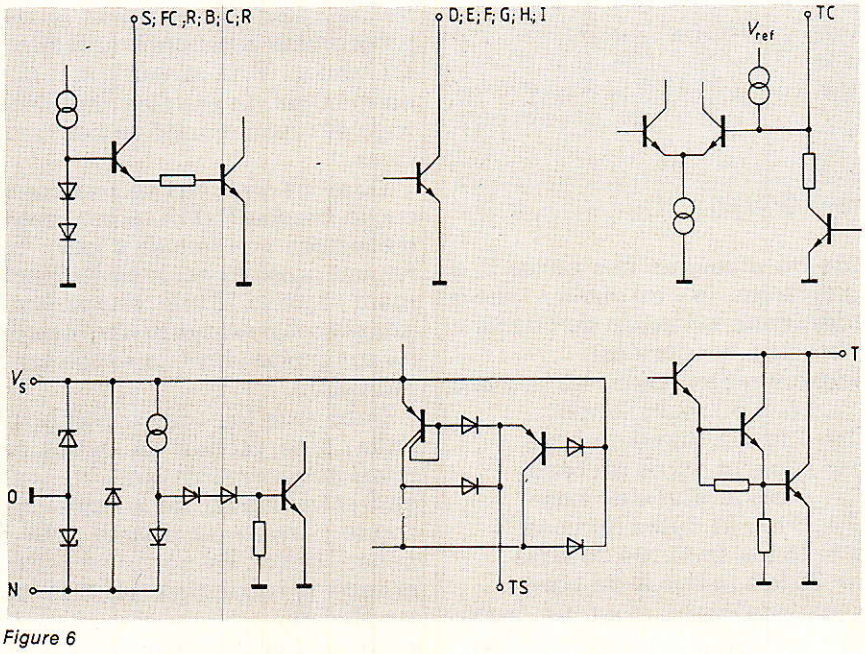

Figure 6
Il s'agit d'un circuit intégré **bipolaire** qui ne requiert aucune précaution particulière de manipulation. La **figure 6** précise la structure interne terminale des broches accessibles. La masse de la puce est la broche (1), et le positif d'alimentation globale est + Us (broche 18) ; la Zener qui les relie est une 6,8 V ainsi que celle disposée entre N et 0.